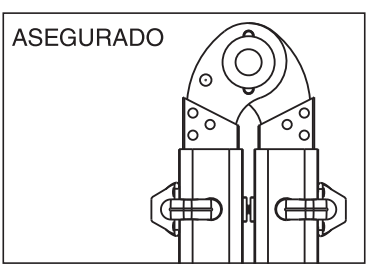

Figura 4
3) Mientras sostiene la sección interior de escalera con una mano, asegure los 4 sujetadores "J" girándolos hacia la posición asegurada. (Véase la Figura 4)